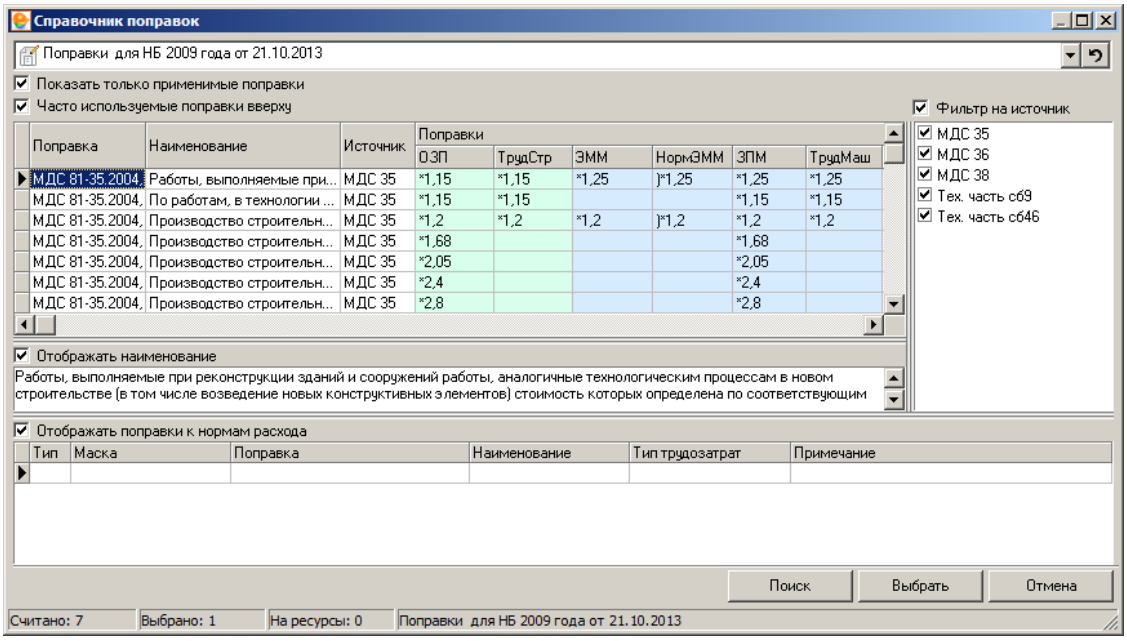

Рис. 3. Справочник поправок
- нажмите **Выбрать из справочника** на информационной панели **Поправки**. На экран будут выведены все поправки, которые могут быть применены к выделенной строке (см. рис. 3);